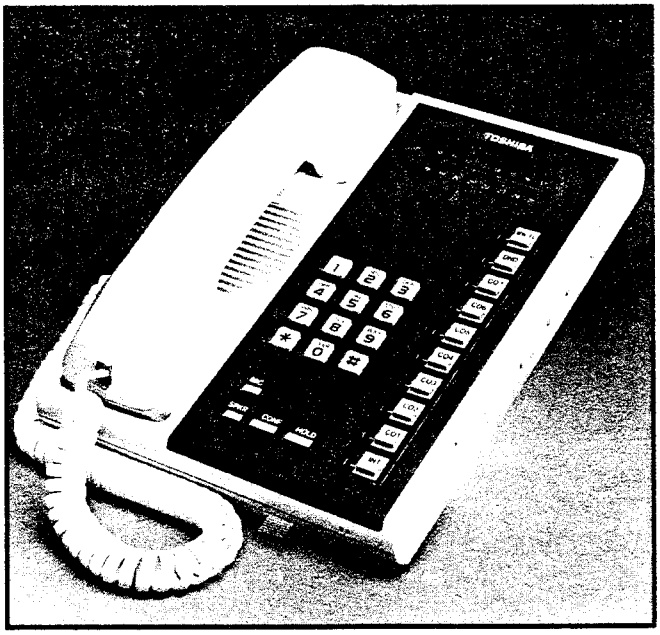

FIGURE 15 — 10-key BLF EKT
06.23 The 10-key Busy Lamp Field (BLF) EKT (Figure 15) with speakerphone may be assigned at any one of up to 16 positions (stations 10 - 25 only), and will indicate which of those stations are in a busy or DND condition.